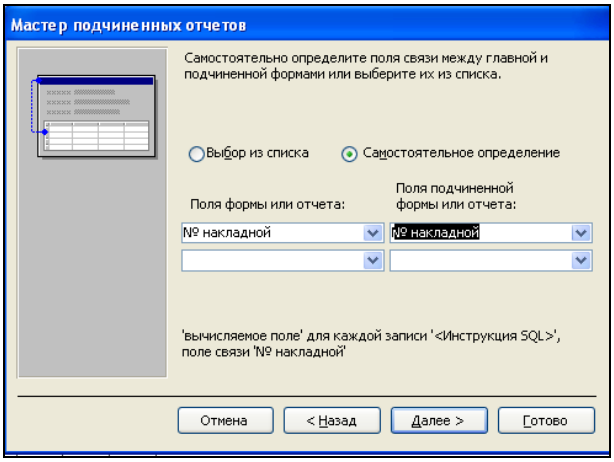

Рис. 5.27. Выбор полей для связи отчетов
5. Указываются поля, по которым будут связаны данные. В нашем случае это поле *№ накладной* (рис. 5.27).